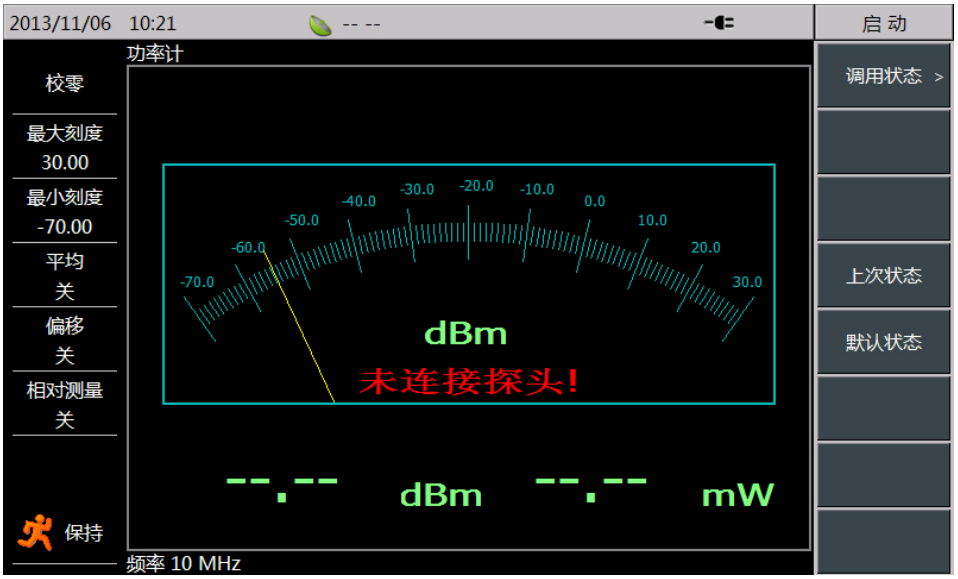

图 6.1　功率测试界面
- 测量时，将功率探头的测试端口与信号源连接，功率探头的 USB 接口通过 USB 电缆与测试仪的 USB A 型连接器连接，在选择“功率计”功能之前，请先连接功率探头，否则测试仪会弹出警告“未连接探头!”。如图 6.1 所示：